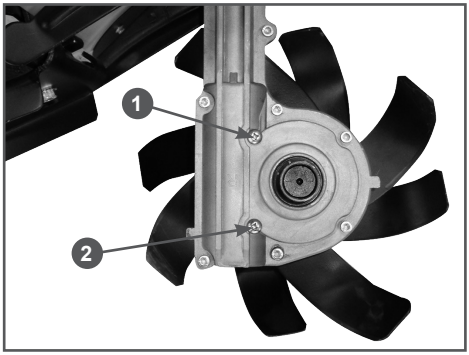

Рис. 13 Заправка масла в корпус редуктора
3. Открутите пробку 1 контрольного отверстия (Рис. 13).
4. С помощью специального шприца или масленки через контрольное отверстие 1 заливайте в корпус редуктора масло до тех пор, пока оно не начнет вытекать из контрольного отверстия 1 (Рис. 13).
9. Закрутите на место пробку 1 контрольного отверстия (Рис. 13).